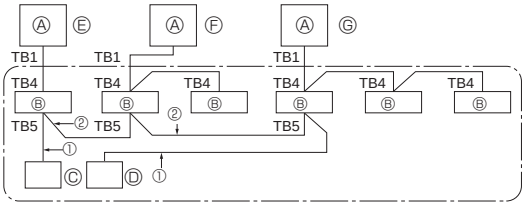

Fig. 10-1
10. Kontrolle des Systems (Fig. 10-1)